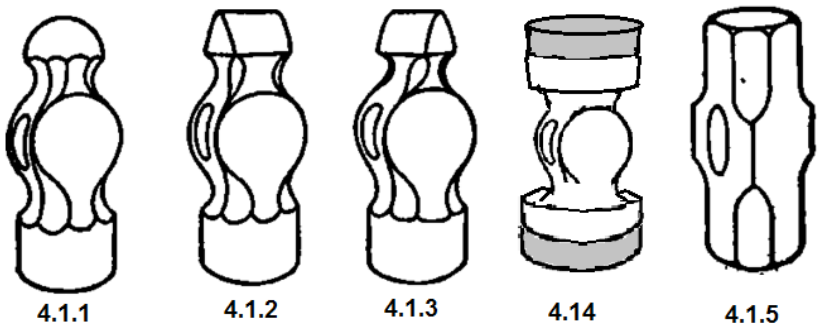

FIGURE 1 **[5]**
4.1 List the question numbers from 4.1.1–4.1.5 and name the hammers as listed in FIGURE 1 by writing the answers next to the numbers (4.1.1–4.1.5) in the ANSWER BOOK.